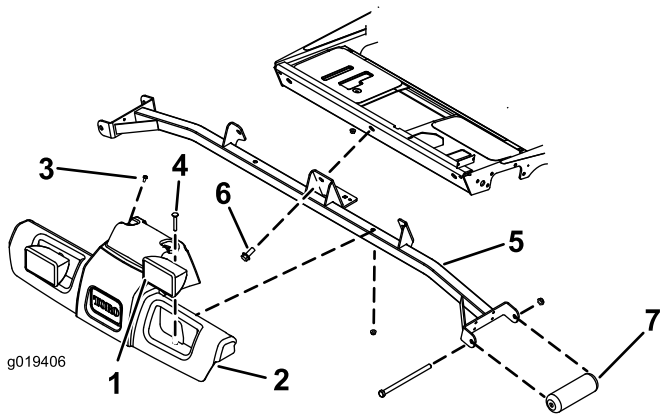

Figura 2
1. Scollegate i connettori dei fari dal cablaggio del trattorino (Figura 2).
2. Rimuovete le viti (2) che fissano la parte superiore della copertura della pedana al trattorino (Figura 2). Conservate le viti.
3. Rimuovete i bulloni a testa tonda (2) e i dadi che fissano i fari e la copertura della pedana al gruppo di supporto (Figura 2). Conservate dadi e bulloni.
4. Rimuovete la copertura della pedana dal gruppo di supporto (Figura 2).
5. Rimuovete le viti (3) che fissano il gruppo di supporto al telaio del trattorino (Figura 2). Conservate le viti per il rimontaggio.
6. Rimuovete le viti e i dadi che fissano i rulli anteriori al gruppo di supporto (Figura 2). Conservate viti, dadi e rulli; gettate invece il gruppo di supporto.
8. Montate il gruppo di supporto sul telaio del trattorino con le viti (3) precedentemente rimosse (Figura 2).
9. Collocate la copertura della pedana e il gruppo fari sul gruppo di supporto e sul trattorino allineando i fori di montaggio (Figura 2).
10. Montate la copertura della pedana e i fari sul gruppo di supporto utilizzando i bulloni e i dadi precedentemente rimossi (Figura 2).
11. Montate la parte superiore della copertura della pedana sul trattorino con le viti precedentemente rimosse (Figura 2).